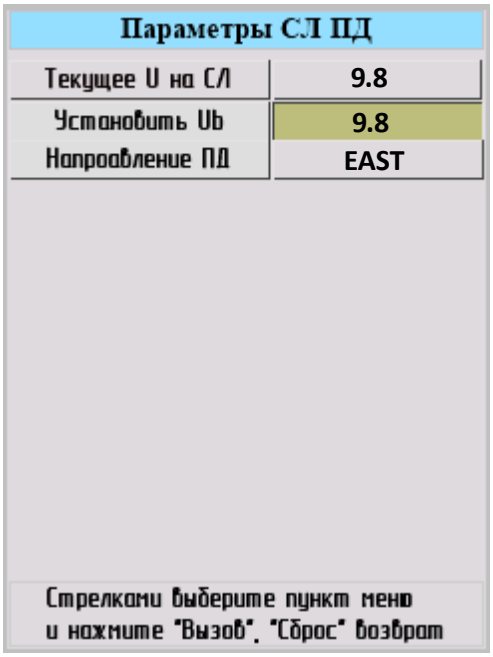

Рис.13
6.5.2 Автоматический контроль исправности выполняется постоянным напряжением. С замером отклонения значения напряжения от первоначального значения. На странице «Параметры СЛ» выполняются измерения текущего значения напряжения на СЛ и устанавливается пороговое значение (рис. 13).